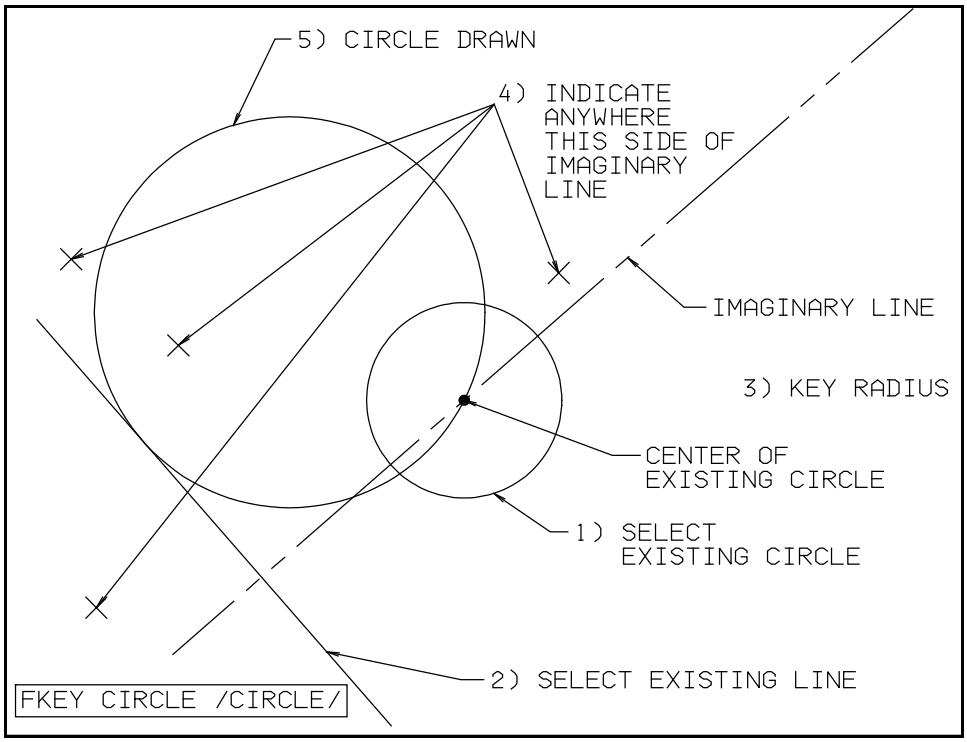

Figure 14 Example of Circle drawn with center on an existing circle and tangent to a line at keyed radius. (NODE PATH A,B,Q,R,S,T)
4. INDICATE once anywhere one side of the imaginary line. (See Figure 14 on pg 13-18)